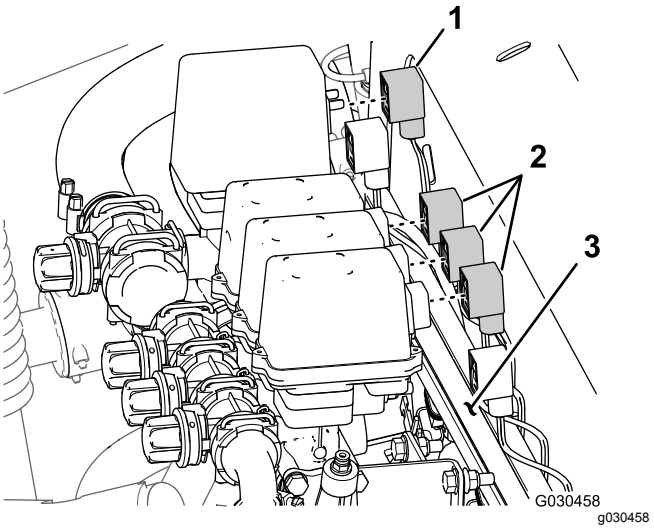

Figur 55
2. På baksidan av grenrörsfästet kopplar du loss kontakten med tre uttag från omrörningsventilen och kontakterna med tre uttag från de tre sprutrampssektionernas ventiler (Figur 55).